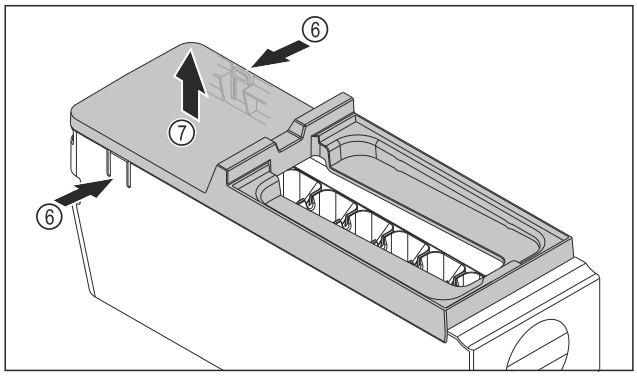

Fig. 213
- ▶ Removing the EasyTwist-Ice body cover: Push the tabs *Fig. 213 (6)* on both sides of the EasyTwist-Ice body with one hand.
- ▶ Use the other hand to remove the cover *Fig. 213 (7)* upwards.